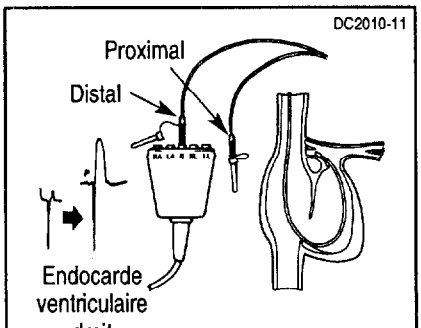

Figure 5. Monitorage de l'ECG à partir de l'électrode distale
6. Connecter l'électrode distale à une dérivation V d'un électrocardiographe correctement isolé (Figure 5). Sous monitorage continu de l'ECG, avancer la sonde de plusieurs centimètres jusqu'à ce que le sus-décalage du segment ST sur l'ECG indique un contact avec l'endocarde.